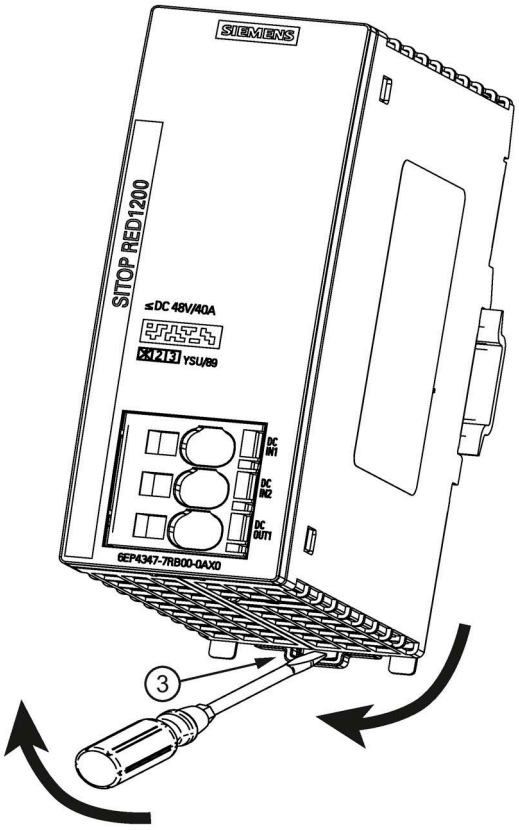

Figure 3-1 Mounting/removal
To remove, pull up the slider ③ using a screwdriver (see Figure 3-1 Mounting/removal (Page 46)) and disengage the device at the bottom edge of the standard mounting rail. Then you can remove the device from the upper edge of the standard mounting rail.